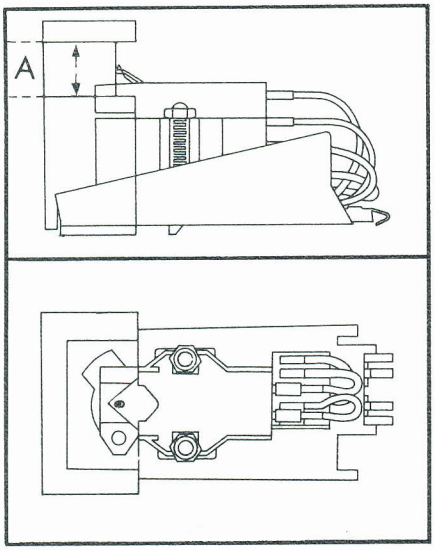

Fig. 16
3. The cartridge is correctly mounted when the notch in the mounting gauge encloses the stylus tip, and when the stylus tip, viewed from the side, is within the area (A) (Fig. 16).